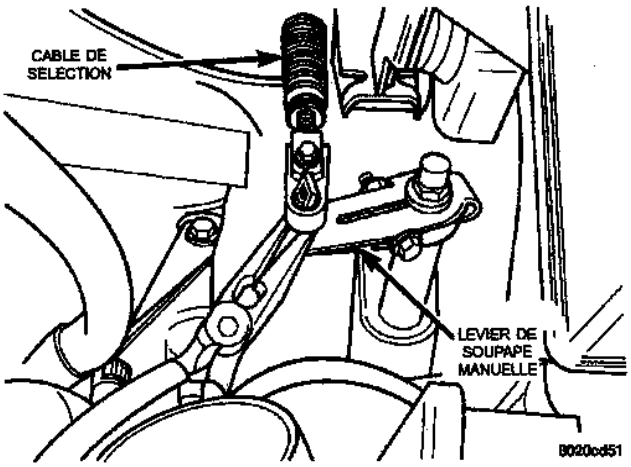

Fig. 19 Câble de sélection de rapport et levier de soupape manuelle
(3) Déposer le câble de sélection de rapport (Fig. 19).
(4) Déposer le levier de soupape manuelle.
(5) Débrancher le connecteur du capteur de gamme de la transmission.